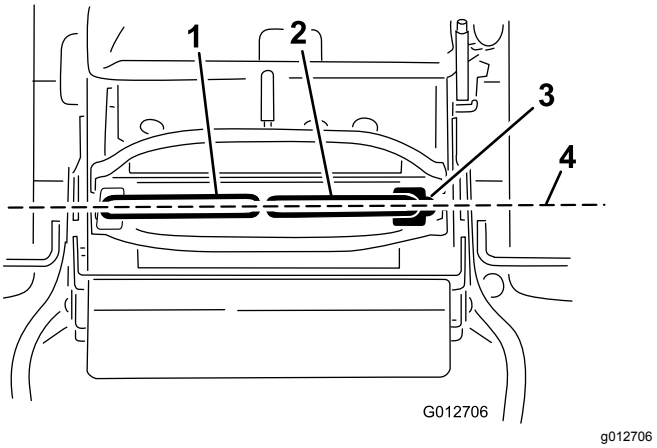

Figuur 69
Belangrijk: **Verzeker na het afstellen van de rijhendels dat de sporing juist is (Figuur 69).**
1. Nadat u de horizontale uitlijning hebt voltooid, moet u de uitlijning voor-achter controleren door de rijhendels naar voren te duwen om eventuele speling in de overbrenging van de rijhendels te verhelpen (Figuur 69).